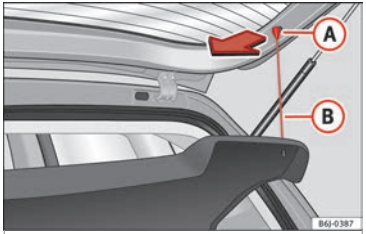

Fig. 149 Rear shelf.
– Unhook the loops ››› Fig. 149 (B) from housings (A).